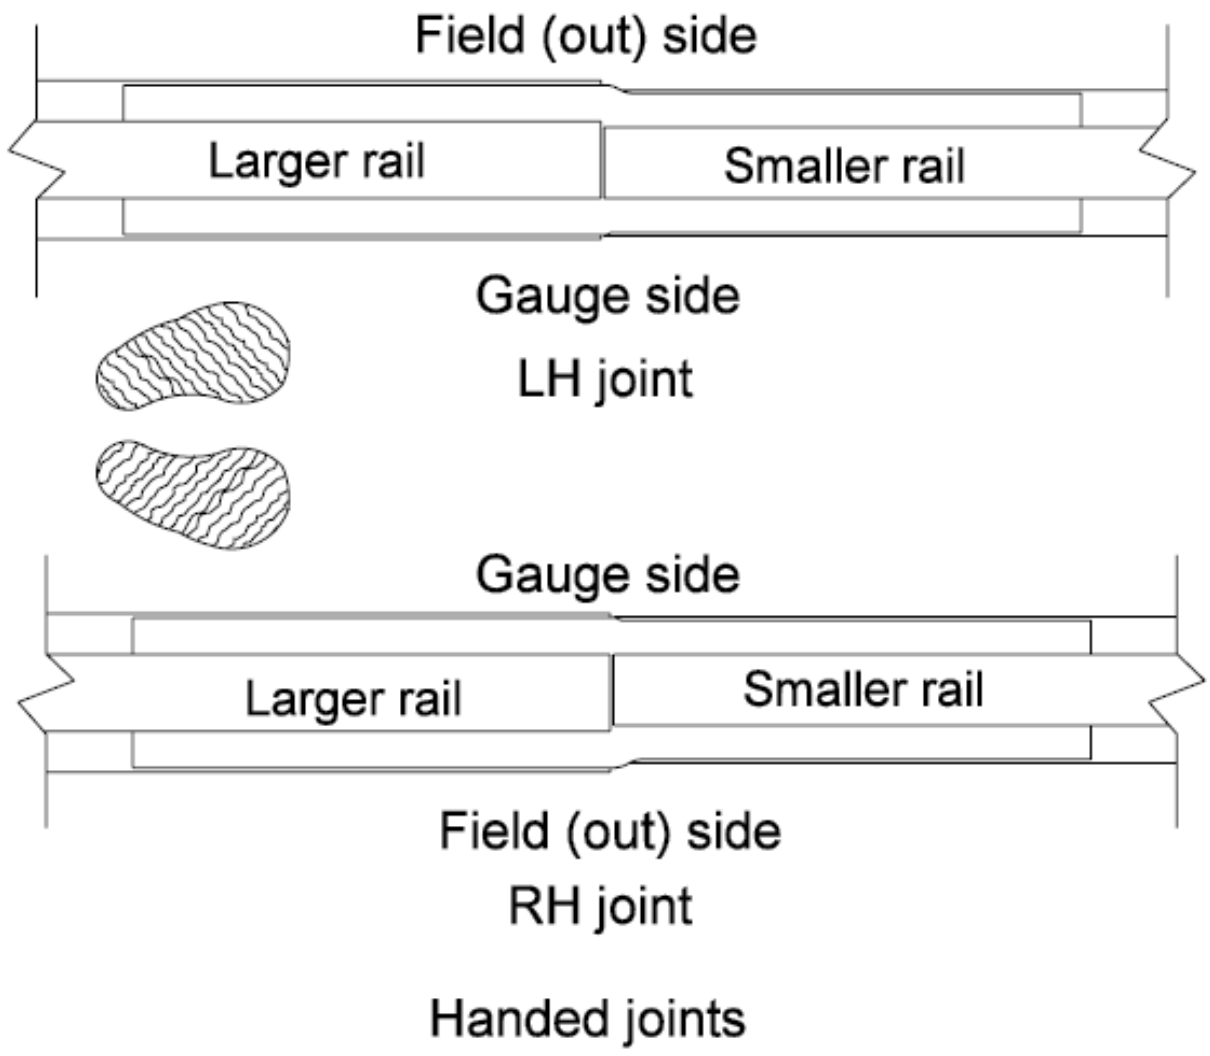

Figure 4-J-1
1. Stand with your back to the larger size rail and face the smaller size rail. The joint on your left-hand side would be designated as the left-hand (LH) joint and the joint on your right side would be the right-hand (RH) joint.
2. Use Figure 4-J-1 to identify and install offset or "handed" compromise joint bars.